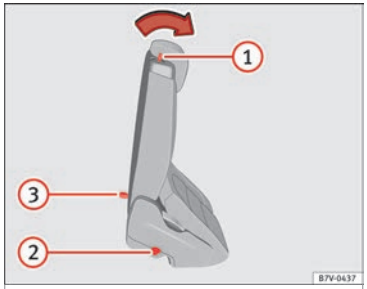

Bild 158 Andra sätesraden: reglage för bekväm instigsfunktion
• Tryck spaken ››› **bild 158** (1) framåt och fäll ner ryggstödet på baksätet. Det här sätet fälls framåt helt ››› ⚠ och kan fortfarande flyttas längre framåt.
• Se till att baksätet har snäppt i ordentligt så att säkerhetsbältena kan ge tillräckligt skydd i baksätena. Den röda markeringen ››› **bild 158** (2) bör inte längre synas ››› ⚠ i **Fälla ner baksäten för att öka lastutrymmet på sidan 150**.
Om spaken ››› **bild 158** (1) inte fungerar, t.ex. efter en olycka, kan sätena på andra raden fällas bakåt från den tredje raden så att passagerarna i tredje sätesraden kan ta sig ut ur bilen ››› ⚠.
• Dra spaken ››› **bild 158** (3) bakåt och fäll ner ryggstödet på baksätet. Hela baksätet fälls framåt ››› ⚠.
• En röd markering på sidan av sätet ››› bild 158 (2) visar att sätets ryggstöd inte har hakat i. Markeringen syns inte längre när det har hakat i ordentligt.